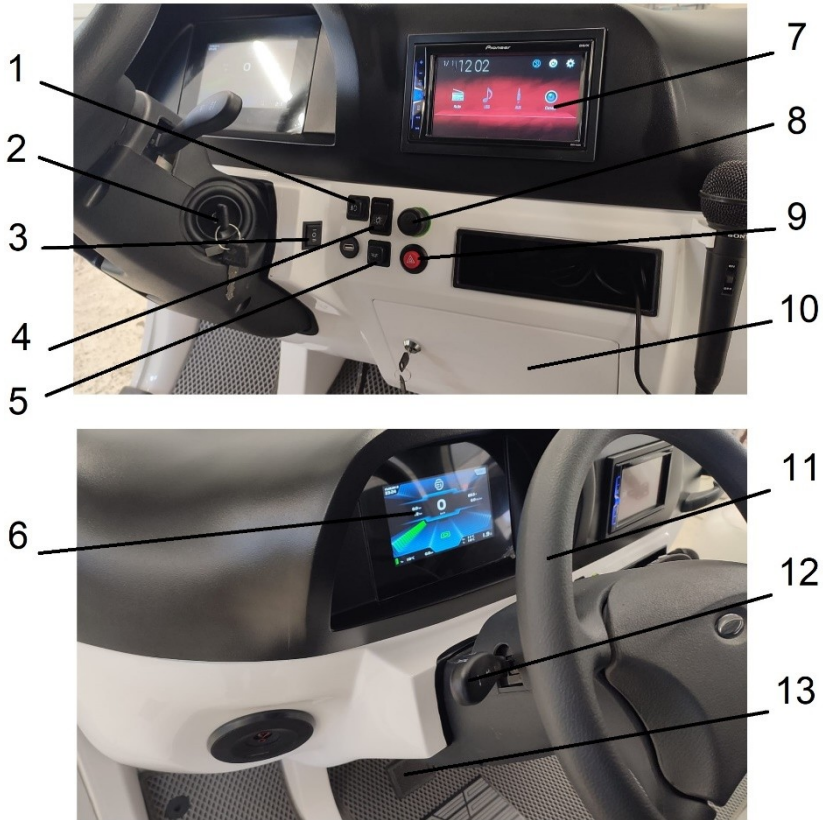

Рис.3
Расположение органов управления показано на **Рис.3**
А. Рычаг переключения сигналов поворотов и переключения света фар (он находиться слева от рулевого колеса и расположен на рулевой колонке Рис.3).
Переключение света фар: Когда питание включено, для включения габаритных огней и ближнего света фар необходимо нажать на нижнюю часть кулисного переключателя включения габаритных огней и ближнего света фар (Рис.3). Переключатель имеет две последовательные позиции. При первой позиции включатся габаритные огни. При второй позиции вк л ю чи т с я ближний свет фар. Для включения дальнего света фар, необходимо плавно оттолкнуть от себя подрулевой рычаг переключения сигналов поворота и света фар (Рис.3). Включится дальний свет фар и индикатор на панели контрольных ламп. Для переключения на ближний свет - плавно потяните этот же рычаг на себя. Индикатор погаснет. Для кратковременной сигнализации дальним светом фар - плавно потяните на себя и отпустите подрулевой рычаг переключения сигналов поворота и света фар.
B. Переключатель направления движения расположен на рулевой колонке под замком зажигания Рис.3. Переключатель направления движения руководит направлением движения самоходной машины “вперед” или “назад” (также есть среднее положение переключателя “нейтраль”). Нажатие верхней части кулисного переключателя до упора и педали акселератора позволят **«ЭЛЬТАВР-Дилижанс»** двигаться вперед. Нажатие нижней части кулисного переключателя до упора и педали акселератора приведет к движению задним ходом. При установке переключателя в среднее положение подача питания к акселератору будет прекращена и машина будет обездвижена.
D. Кнопка аварийной сигнализации расположена на панели справа от рулевой колонки Рис.3. Для включения аварийной сигнализации (одновременное мигание всех поворотов) нажмите на кнопку аварийной сигнализации (с изображением треугольника). Повороты и индикатор на панели контрольных ламп начнут мигать. Для отключения аварийной сигнали з а ц ии – нажмите на эту же кнопку еще раз.